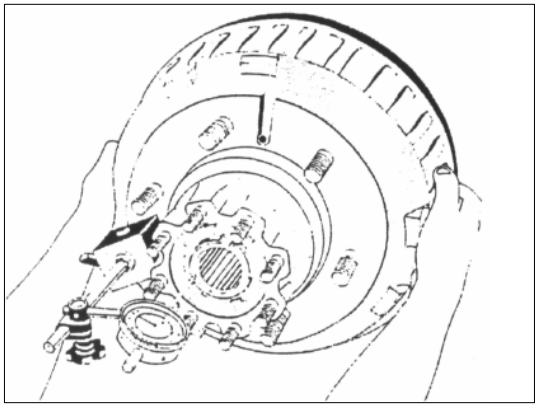

РИС. 372
7) Установите индикатор часового типа, используя магнитную стойку. Установите плунжер циферблата на наружную поверхность шпинделя оси (см. рис.372).